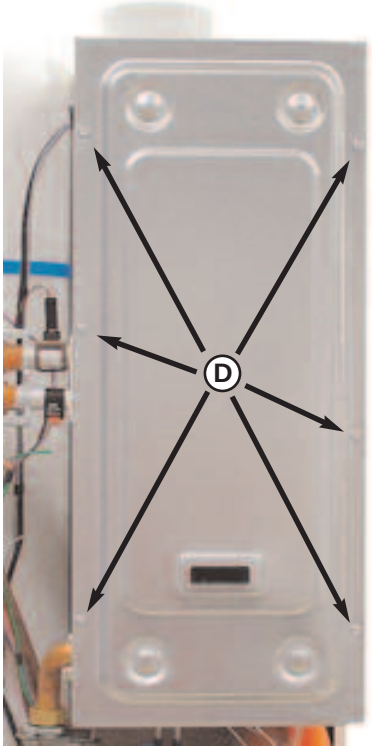

Fig. 18.18
2. Unscrew the six self tapping screws "**D**" to release the sealed chamber front panel and lift clear *(see Fig. 18.18);*